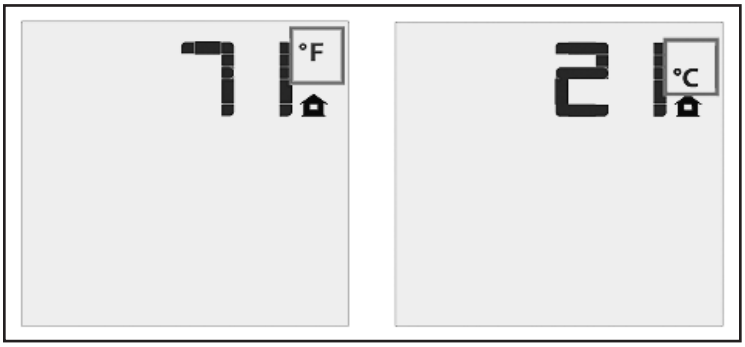
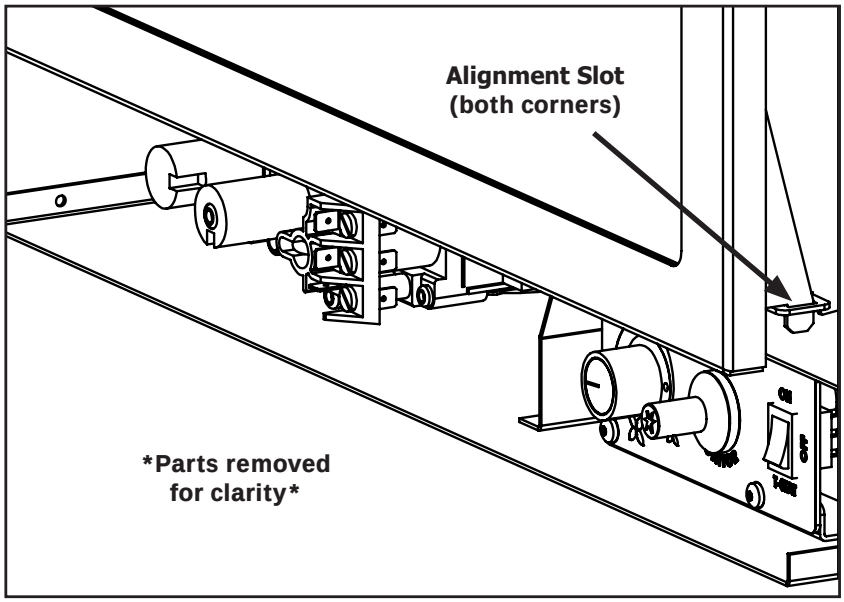

Figure 8: Remote Control Display in Farenheit and Celcius.
Figure 18. Bottom Alignment Slots for glass door.
With the system in the "OFF" position, press the Thermostat Key and the Mode Key at the same time. Look at the LCD screen on the transmitter to verify that a °C or °F is visible to the right of the Room Temperature display (see Figure 8).
In order to install the coal set, and for regular cleaning, the glass door must be removed. There are two (2) door latch mechanisms on top the glass door as shown in Figure 8. Each latch has a hole at the front to use the door tool, supplied with the unit, to pull the mechanisms straight out and up. When the top latches are unhooked, lean the door forward and then lift it up out of the alignment slots at the bottom corners of the firebox, shown in Figure 18.